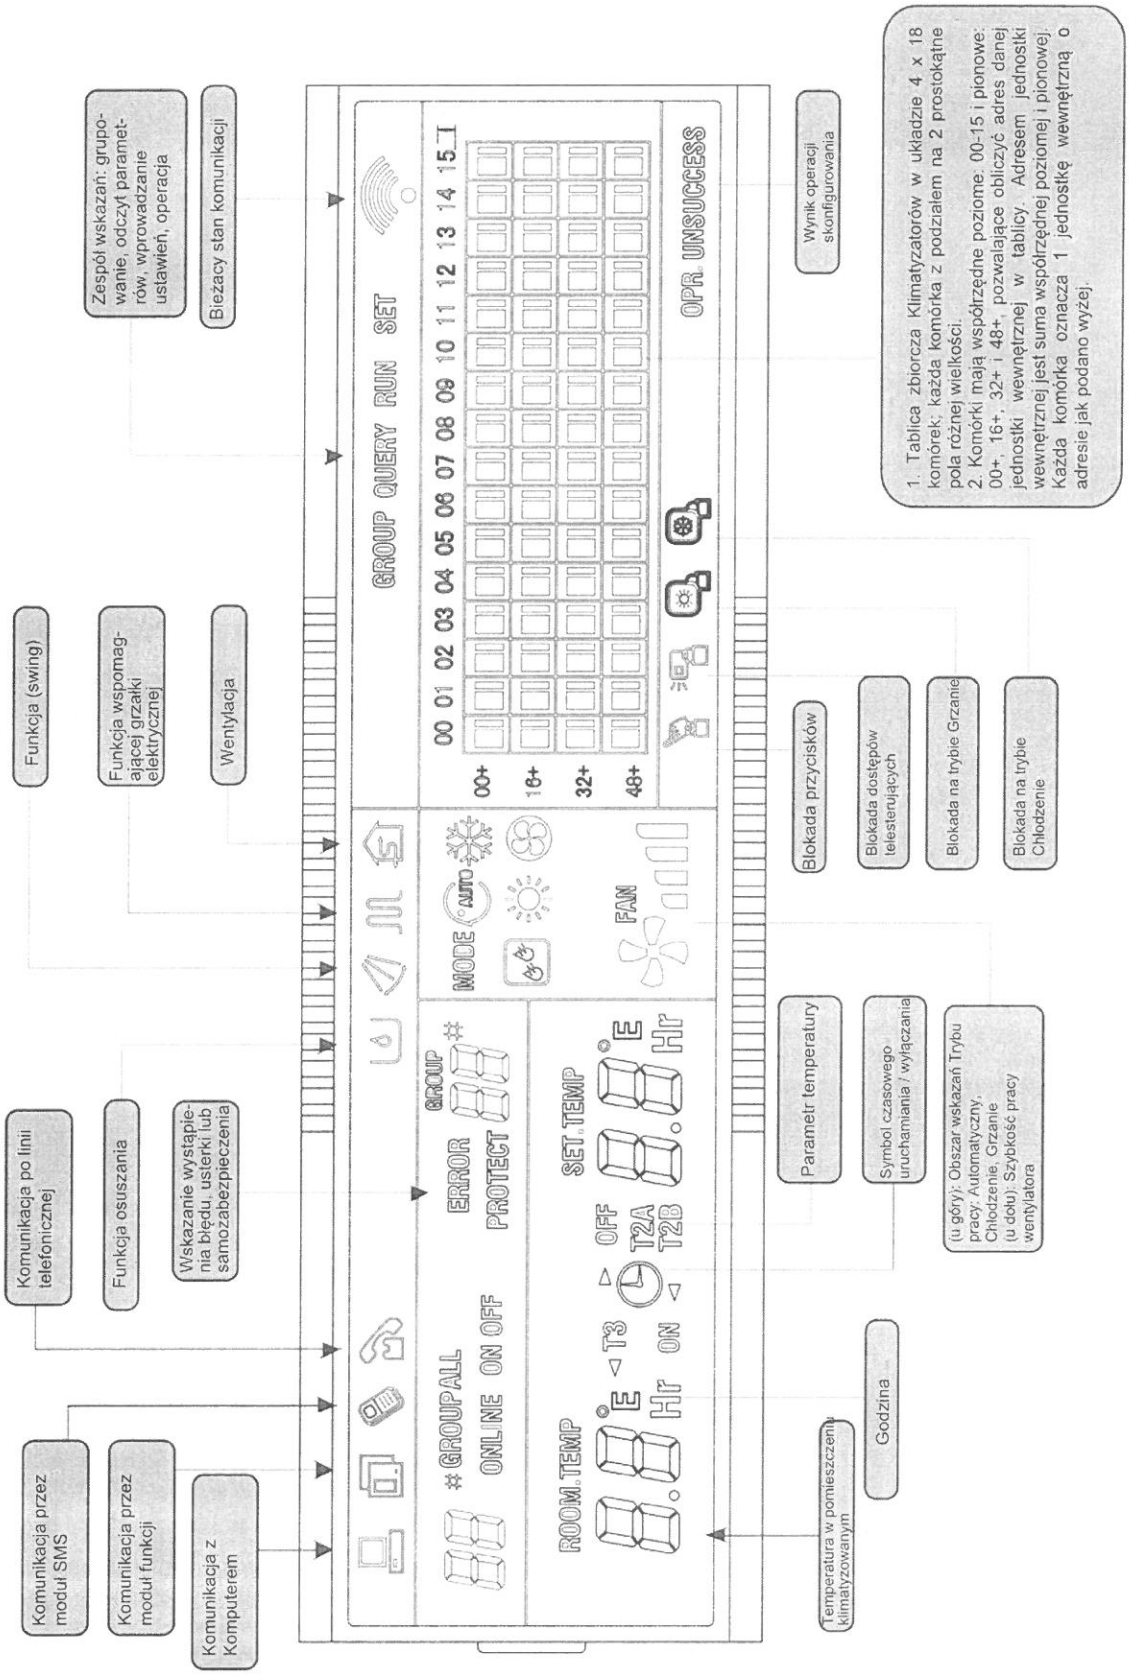

Rys. 2.3 Wszystkie segmenty wyświetlacza LCD w Sterowniku Centralnym
a. Tablica zbiorcza Klimatyzatorów jest matrycą zorganizowaną w układzie 4 x 16 komórek, przy czym każda komórka dzieli się na 2 prostokątne pola różnej wielkości (jak widać na powyższym rys. 2.3). Poniżej możliwe wskazania, wyświetlające się w tablicy zbiorczej Klimatyzatorów i opisujące stan danego Klimatyzatora: